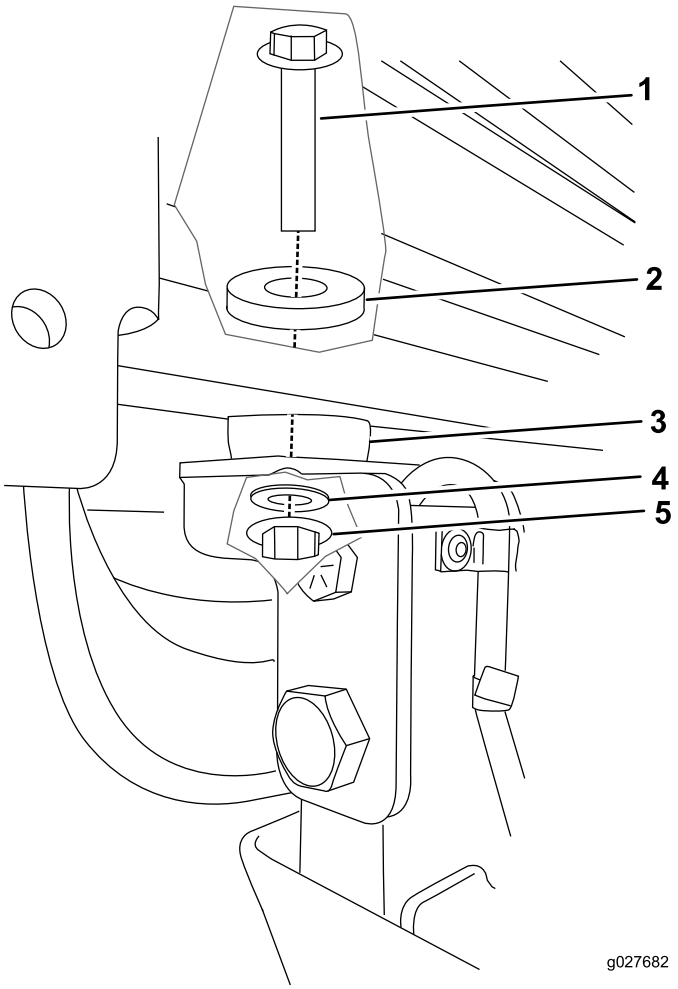

Figur 66
7. Ved hvert monteringspunkt fastgøres førerhuset til maskinen med en bolt (1/2 x 3 tommer), stålskive, gummiskive og møtrik (1/2 tomme) (Figur 66).